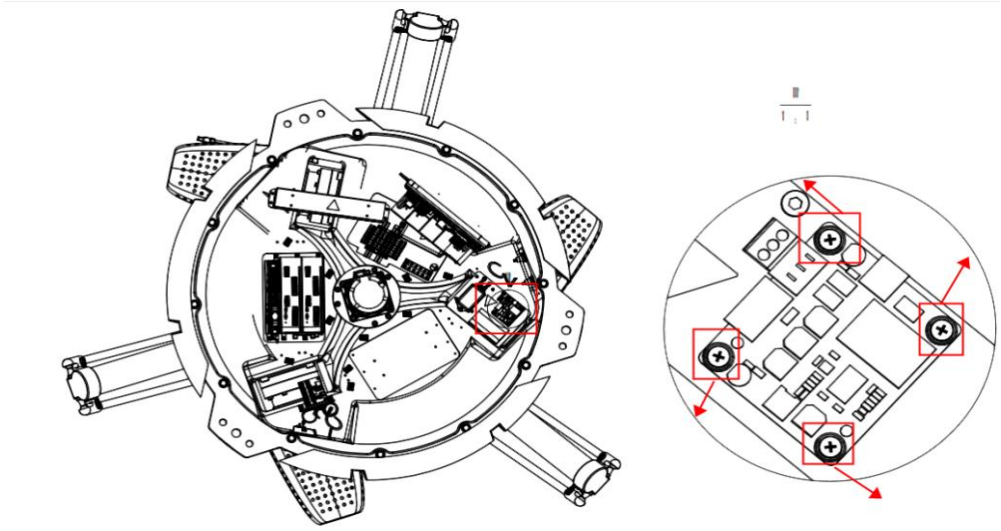

Figure 4-22 Remove the UPS power supply PCBA fixing screws
**Step 3** Use a Phillips screwdriver to unscrew and remove the four fixing screws on the UPS power supply PCBA, as shown in Figure 4-22.
The UPS lithium battery is located in the robot base. If you need to replace it, you need to remove the base cover. The UPS lithium battery is shown in Figure 4-22.